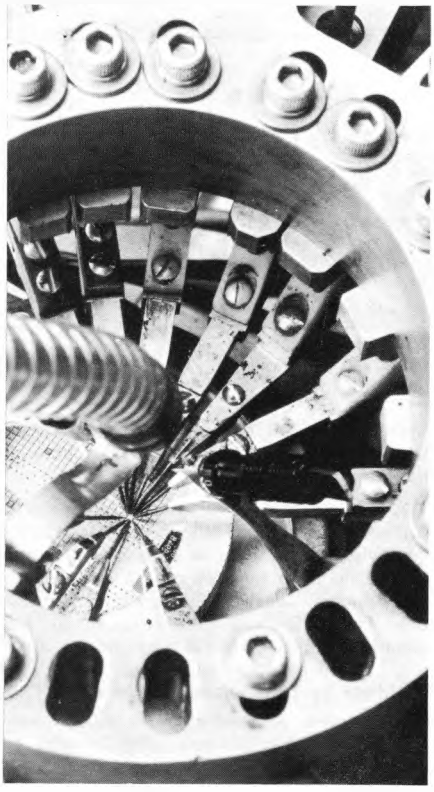

Bild 21. Der Meßplatz zur elektrischen Vorprüfung der integrierten Schaltungen auf der Siliziumscheibe
1. Hundertprozentige elektrische Prüfung (Electrical Wafer Sort) der Schaltungen auf der Siliziumscheibe. Die Kontaktierung erfolgt dabei systemseitig mit sehr feinen, angeätzten Meßspitzen. Elektrisch schlechte Systeme werden mit einem Farbpunkt gekennzeichnet und können so später aussortiert werden *(Bild 21)*.